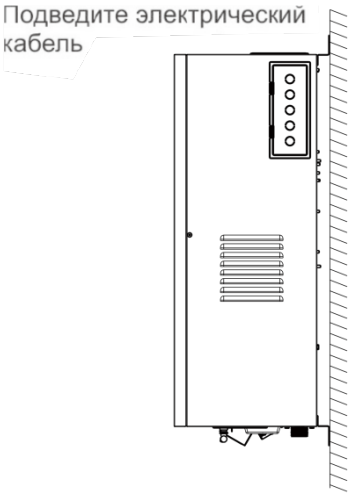

Рис. 9. Расположение панели вывода электрического кабеля
В) Подведите сетевой кабель (Рис. 9)
- Схема трехфазного подключения сетевого кабеля к клеммной колодке указана в Рис. 9.
- Подключение L1-L2-L3-N-G сверху «Вниз», согласно Рис. 9.